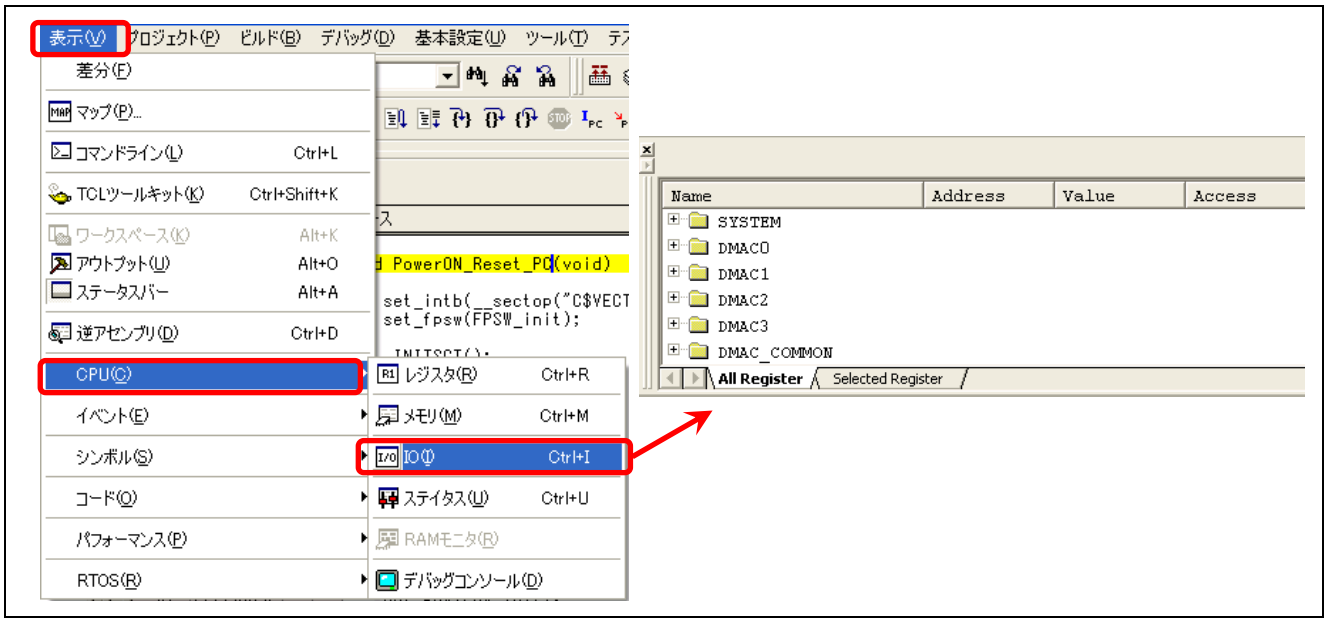

図 4.48　I/O ウィンドウの表示
(1) 図 4.48のように表示->CPU->I/Oと選択し、I/Oウィンドウを開いてください。